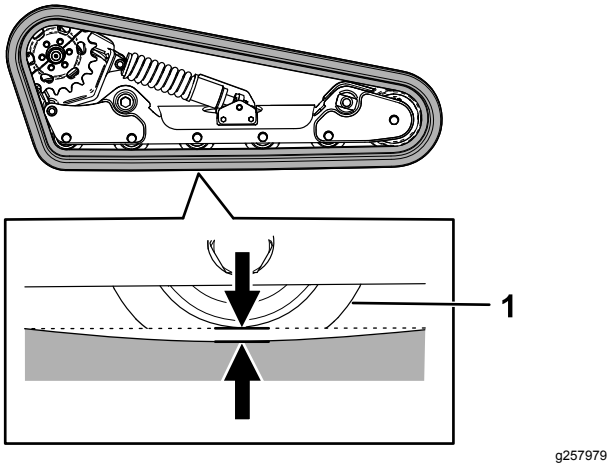

Rysunek 56
Podnieś/podeprzyj jedną stronę maszyny i wykorzystując ciężar gąsienicy sprawdź, czy luz między dolną krawędzią koła jezdnego wynosi 12,7 mm, jak pokazano na Rysunek 56. Jeżeli tak nie jest, należy skorygować napięcie gąsienicy w następujący sposób.
5. Używając klucza grzechotkowego z zabierakiem ½ cala obracaj śrubę aż ugięcie gąsienicy wyniesie 12,7 mm, jak pokazano na Rysunek 56.
9. Sprawdź, czy ugięcie gąsienicy wynosi 12,7 mm, jak pokazano na Rysunek 56. W razie potrzeby wyreguluj.
20. Używając klucza grzechotkowego z zabierakiem ½ cala obracaj śrubę w lewo aż ugięcie gąsienicy wyniesie 12,7 mm, jak pokazano na Rysunek 56.
25. Sprawdź, czy ugięcie gąsienicy wynosi 12,7 mm, jak pokazano na Rysunek 56.